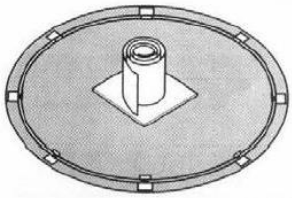

fig. 15
a) Coloque la pared de la piscina verticalmente (CH) (la etiqueta interior de la pared hacia arriba) sobre un cartón en el centro del círculo, esto le facilitara el desenrollarla y evitara rallar la pared por debajo, fig. 15. El troquelado del skimmer esta al final del royo de la pared.